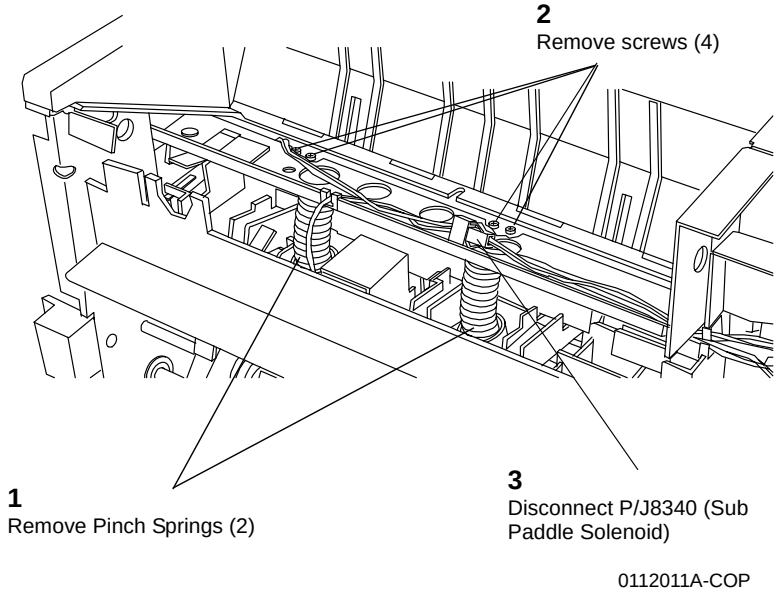

Figure 2 Removing Pinch Springs and screws
8. Remove Pinch Springs and screws from the Eject Pinch Shaft (Figure 2).